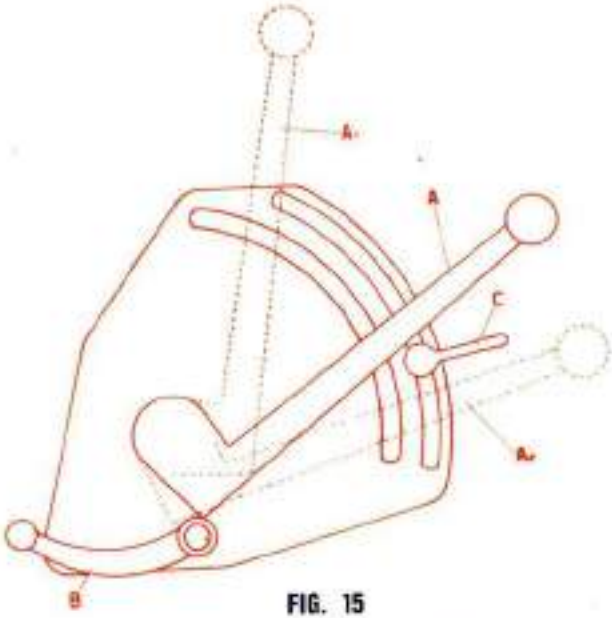

FIG. 15
A) POSITION CONTROLÉE (fig. 15)
1) PRINCIPE DE FONCTIONNEMENT (FIG. 15 et 16)